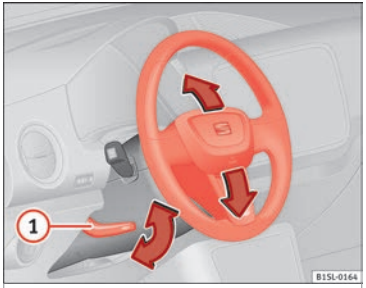

Fig. 3 Mechanical steering wheel adjustment
- Push the lever ››› Fig. 3 (1) downwards.
- **After adjusting the steering column, push the lever ››› Fig. 3 ① firmly upwards to ensure the steering wheel does not accidentally change position while driving.**